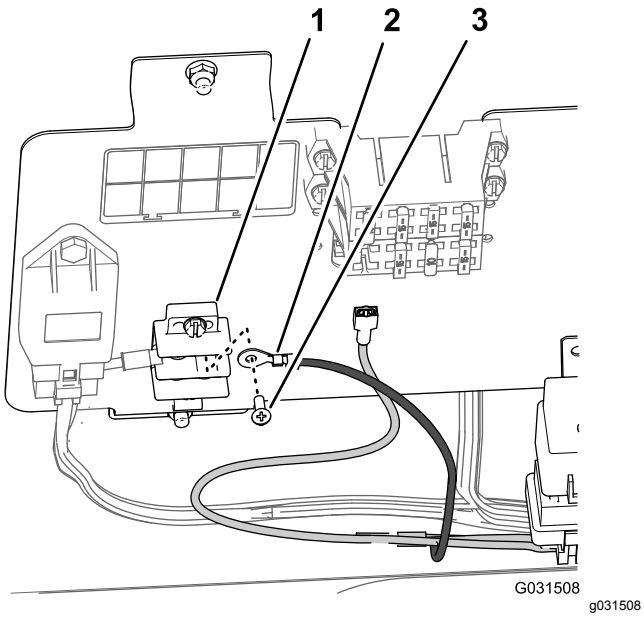

Figur 202
1. Fjern en skrue fra den jordede terminalblokken (Figur 202).
2. Fest ringterminalen på ledningssatsen for finishingsettet til den jordede terminalblokken med skruen som du fjernet i trinn 1 (Figur 202).